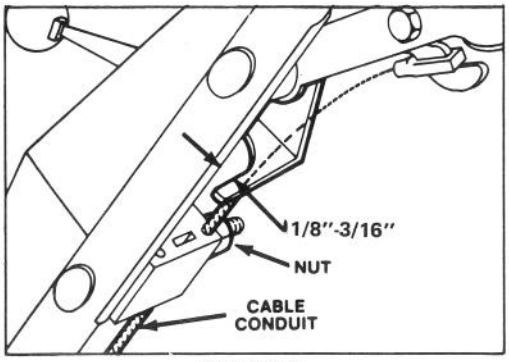

Figure 18
2. CHECK ADJUSTMENT (Fig. 18) – Move control bar toward handle until slack in wire is removed. Gap between brake lever and handle must be 1/8"-3/16". See step 3 for adjustment.
3. ADJUST CABLE CONDUIT – Loosen nut on cable bracket (Fig. 18). Insert 1/8"-3/16" object between brake lever and handle. Pull down on cable conduit until slack is removed. Then tighten nut.